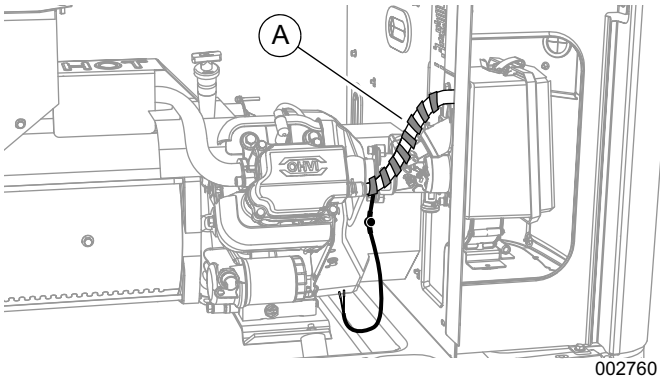

Figura 3. Enrollar la manguera del respiradero (Serie 400)
1. Consulte la ***Figura 3***. Enrolle el calentador del respiradero (A) alrededor de la manguera del respiradero, espaciado de manera uniforme, con los cables conductores en la parte inferior. Enrolle el calentador del respiradero y la manguera del respiradero con cinta de silicona (incluida) para sujetar el calentador.